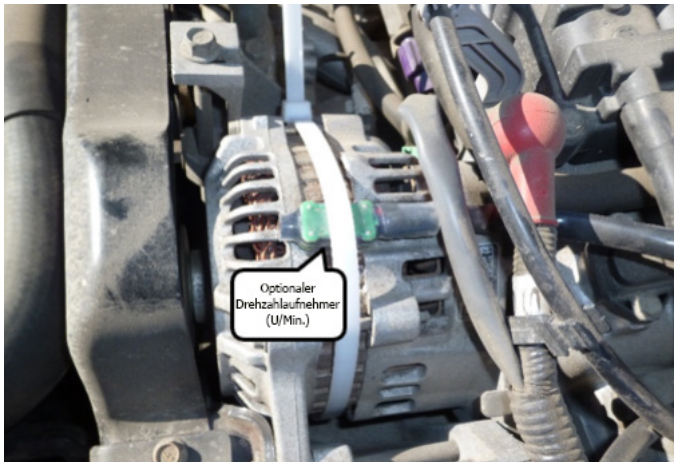

Abbildung 3
2. Verwenden Sie einen Drehzahlaufnehmer (U/Min.). Lassen Sie das Motor laufen. Bewegen Sie den Drehzahlaufnehmer (U/Min.) entlang des Generatorgehäuses, beginnend in der Nähe der Riemenscheibe, bis die rote LED stetig blinkt. Die ideale Montagestelle befindet sich auf halbem Weg zwischen der Riemenscheibe und der Stelle, an der die rote LED zu blinken beginnt. Stellen Sie das Motor aus. Befestigen Sie den Drehzahlaufnehmer mit Hilfe von Kabelbindern am Generator. Abbildung 3.